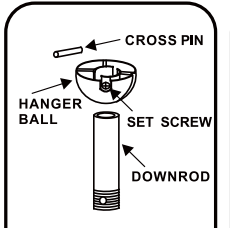

FIG. 7
Step 3.Remove hanger ball from downrod assembly by loosening set screw,removing the cross pin, and sliding ball off rod.(Fig 7)